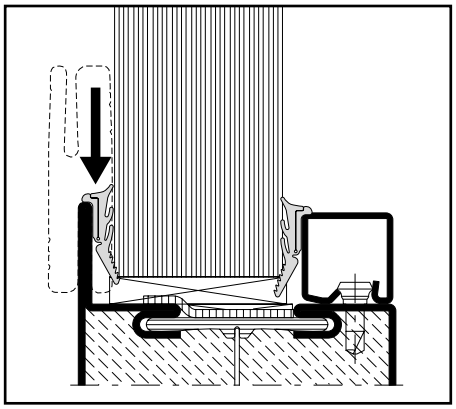

Abb. 27 / Fig. 27 / Fig. 27
- Keildichtungen auf Seite Profillappen mit leichtem Übermass in 45°-Gehrung zuschneiden und eindrücken Abstandhalter laufend entfernen (Abb. 27)
- Découper les joints à bourrer coté aile fixe d'onglet à 45° avec une légère surlongueur et les enfoncer (fig. 27). Retirer les pièces de distance
- Cut with small oversize the wedge weatherstrips in a miter joint on the profile lip side and press in (fig. 27). Remove continuously the spacers